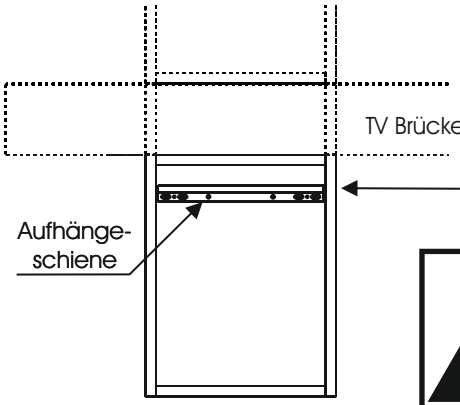

Abb. 7
9. Nach Festlegung der Anschlagsrichtung montieren Sie, entsprechend dem Aufbauplan, nun die Aufhängeleiste des unteren Säulenelements. Verwenden Sie zur Montage die vier Zylinderkopfschrauben Ø5,5x60mm sowie die Ø8mm Kunststoffdübel. (Abb. 7)